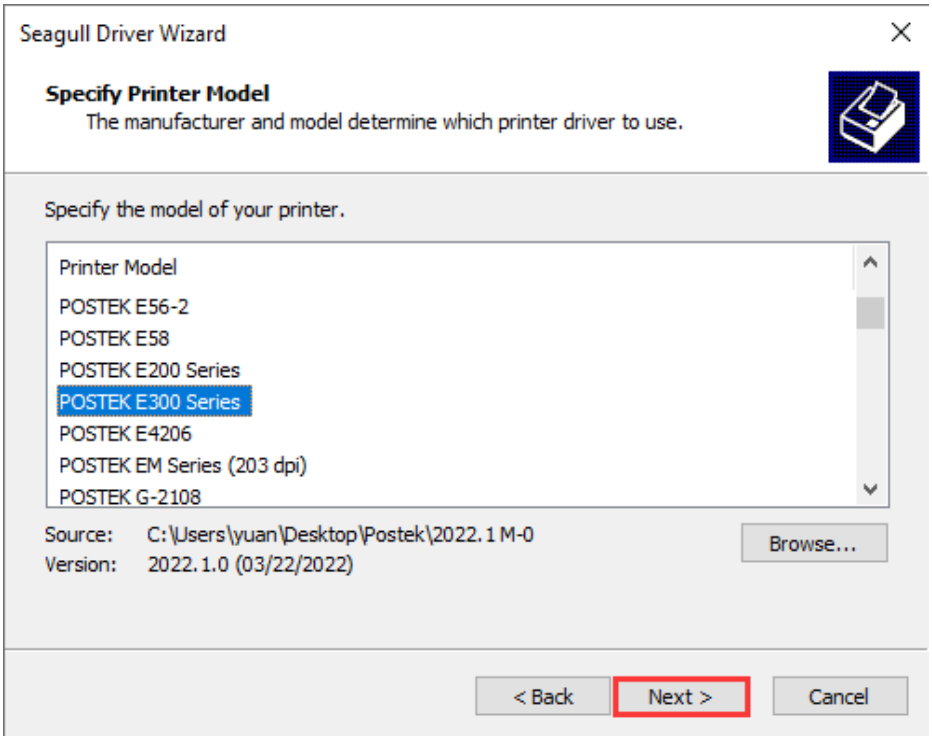

Figure 2-34 Specify Printer Model Screen
4. The "Specify Printer Model" screen displays, select the printer model (POSTEK E300 Series for example), and click "Next", as shown in Figure 2-34.